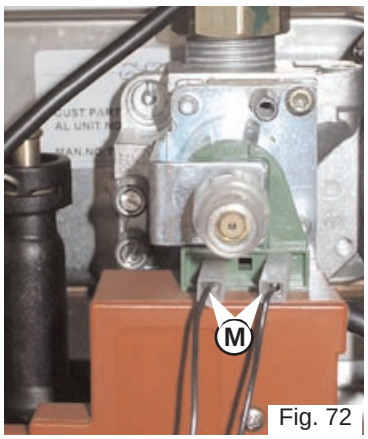

Fig. 72
2. Disconnect the wires from the main modulator coil "**M**"*(see Fig. 72)*